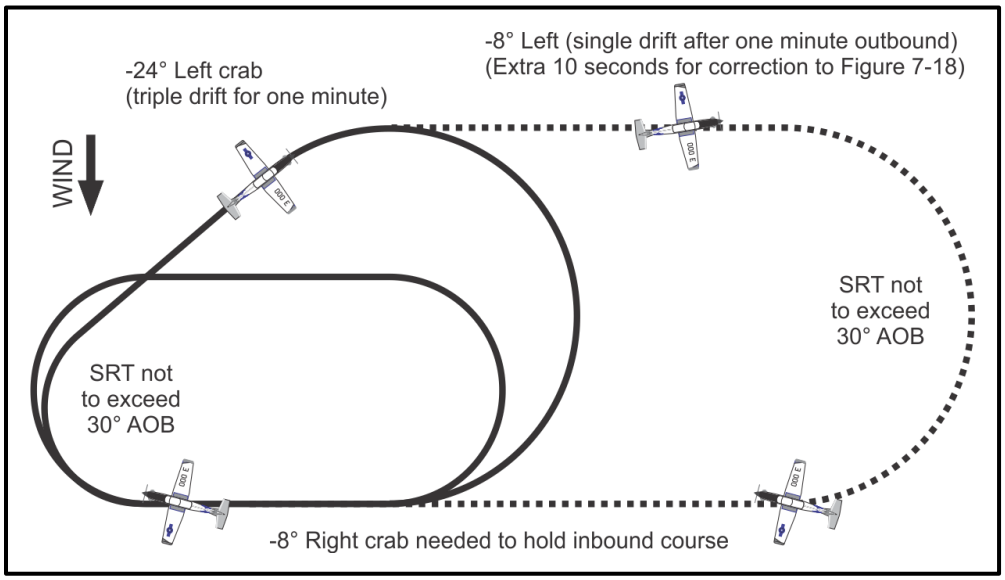

Figure 7-19 Triple Drift Heading Correction
3. Hold the Triple-Drift correction for no more than one minute on the outbound leg. At the end of that time, the aircraft is in a position such that a standard rate turn inbound to the holding fix would place the aircraft on (or very near) the holding course inbound (see Figure 7-19).
4. If leg lengths require more than one minute outbound, the remaining portion of the outbound leg should be flow with a Single-Drift heading correction (see Figure 7-19).